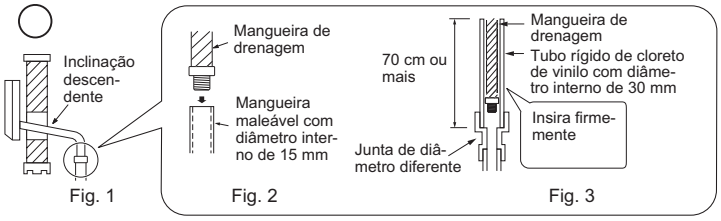

Fig. 1 Fig. 2 Fig. 3
- A mangueira de drenagem deve ficar voltada para baixo para facilitar o fluxo de drenagem. (Fig. 1)